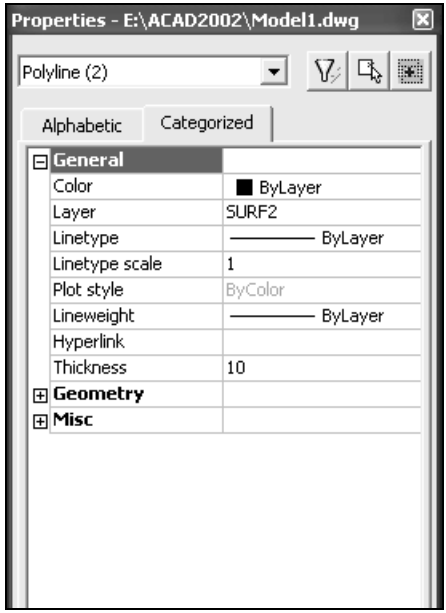

Рис. 2.13. Диалоговое окно **Properties**
1. Выбрать пункт **Modify** (Редакт) ⇒ **Properties** (Свойства) (можно использовать кнопку **Properties** (Свойства) из ПИ **Standard** (Стандартная)). Откроется ДО **Properties** (Свойства) (рис. 2.13).
5. Щелкнуть на пункте **Thickness** (Высота), затем в поле ввода (справа от пункта) вместо значения **0** ввести **10** (см. рис. 2.13).